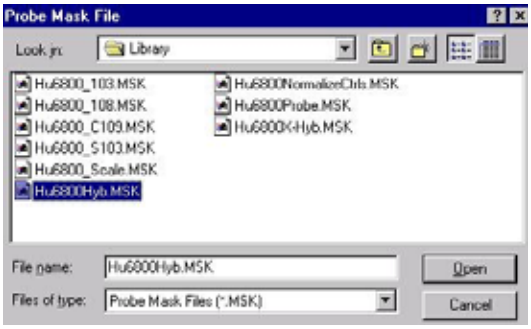

Figure G.29
⇒ The Probe Mask File dialog box appears **(Figure G.29)**.
2. Double-click the hybridization probe mask (.msk) of interest **(Figure G.29)**.